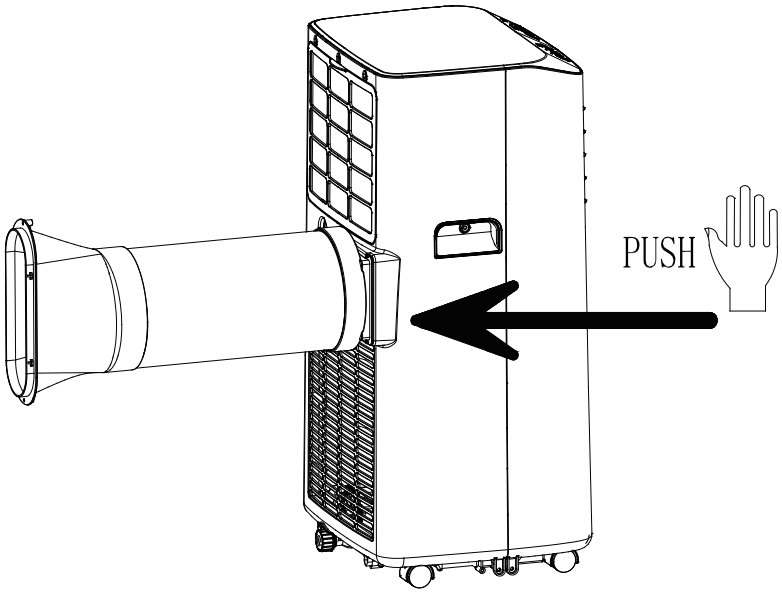

Figure 1
1.1 Install the heat pipe assembly （as shown in Fig.1）
2）insert the heat pipe assembly (the end of the exhaust joint) into the back panel vent slot (push to the left) and complete the assembly (as shown in figure 1).